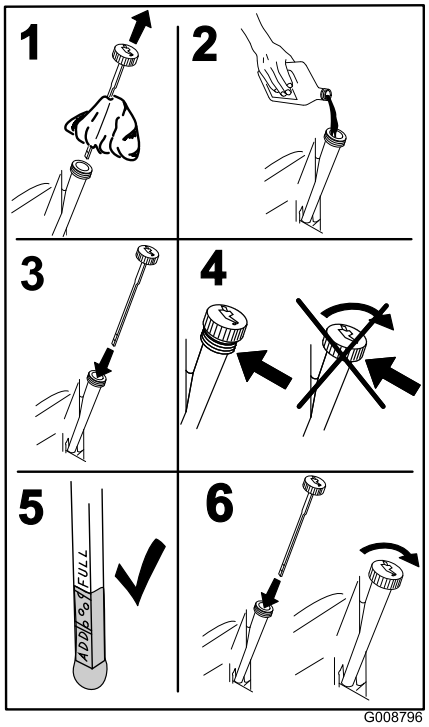

Figur 50
5. Hæld langsomt ca. 80% af den angivne olie i påfyldningsrøret, og tilsæt langsomt ekstra olie, så oliestanden når op til mærket **Full** (fuld) (Figur 50).